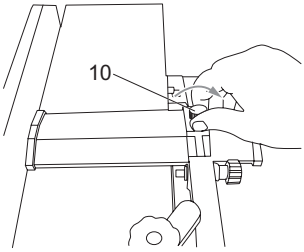

Fig. 22
> Desaperte o manípulo de bloqueio da proteção da lâmina (10), girando-o para a esquerda. (Fig. 22)